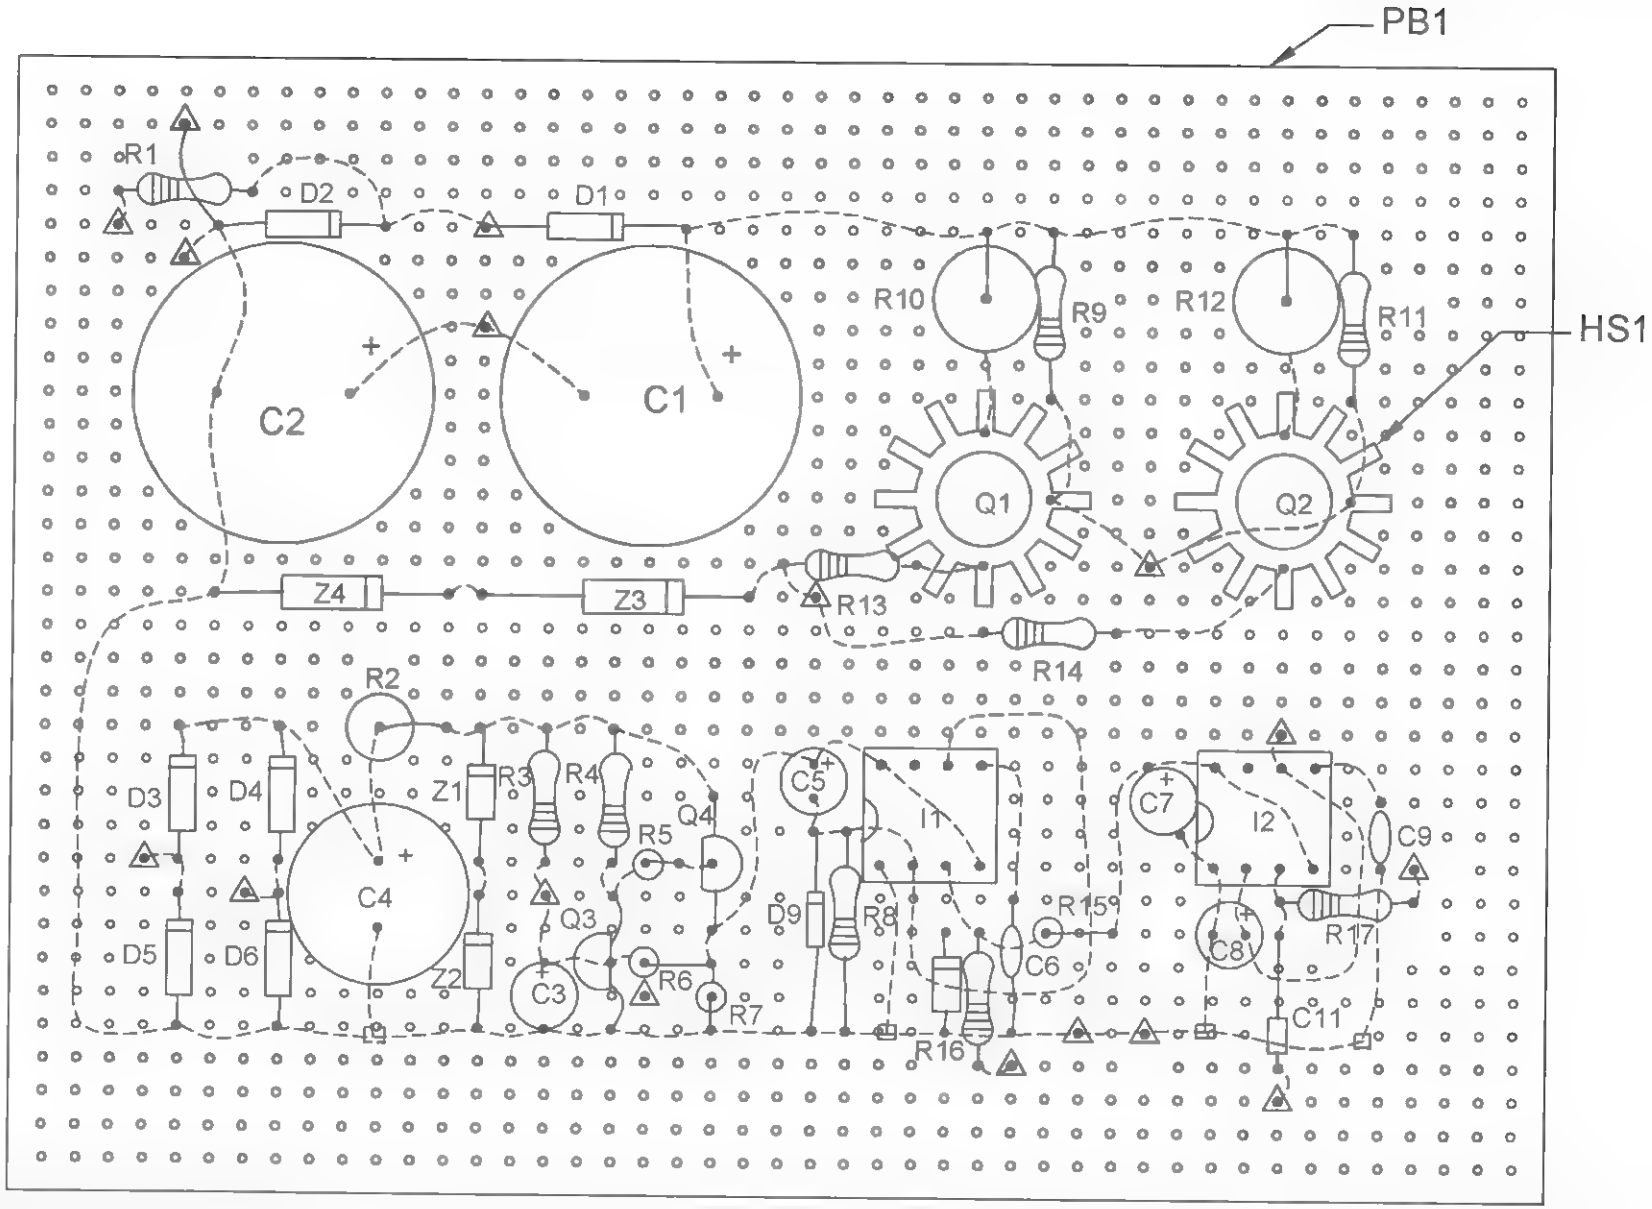

Figure 4-3 *Board assembly*
2. Cut a piece of .1-inch grid perforated board to a size of 5.8 × 3.5 inches, as shown in Figure 4-3.